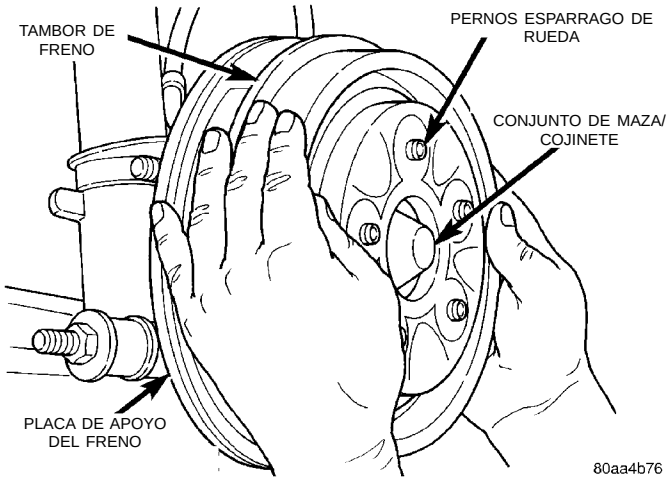
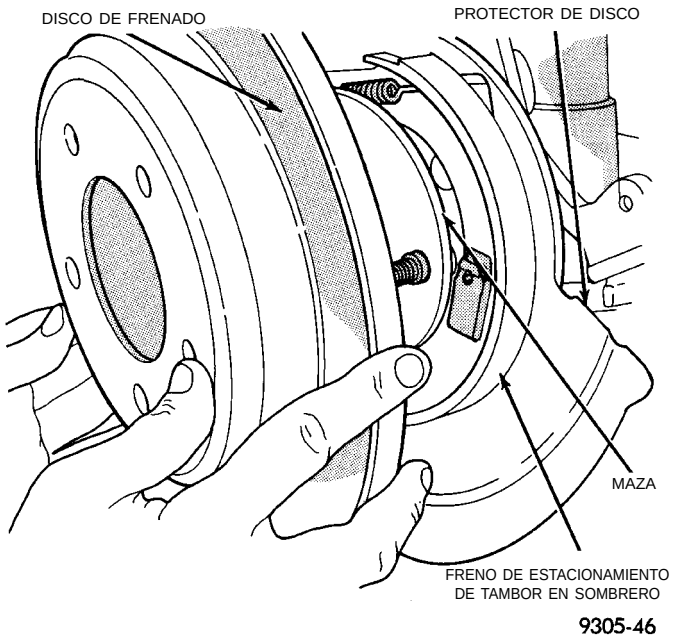

Fig. 96 Desmontaje del tambor de freno
Fig. 97 Desmontaje del rotor trasero
(1) Eleve el vehículo en gatos fijos o céntrelo en un elevador de contacto de bastidor. Para informarse sobre el procedimiento de elevación necesario que se debe utilizar en este vehículo, consulte Elevación en la sección Lubricación y mantenimiento de este manual.
(2) Retire el conjunto de rueda y neumático trasero.
(3) En los vehículos que tienen instalados frenos de tambor traseros, retire el tambor de freno (Fig. 96) del conjunto de maza/cojinete trasero. En los vehículos que tienen instalados frenos de disco traseros, retire el calibrador de freno de disco del adaptador de freno de disco. Luego retire el rotor (Fig. 97) del conjunto de maza/cojinete.